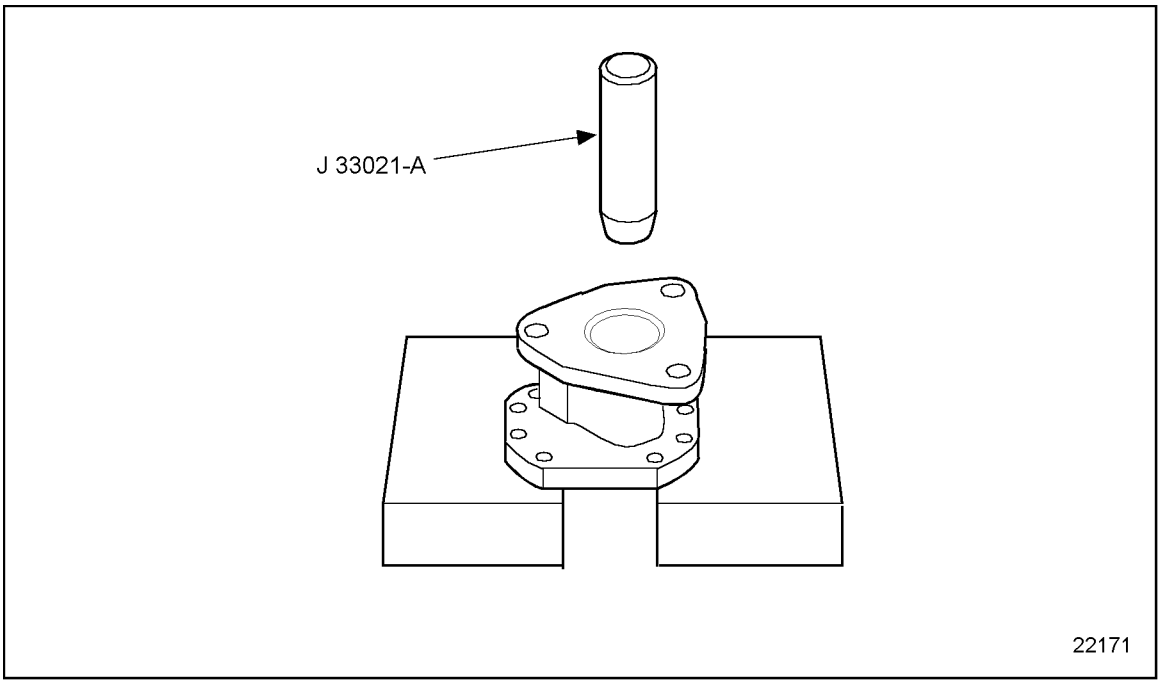

Figure 2-67 Seal Protector Installation
8. Install seal protector, J 33021-A, on drive shaft and hub assembly and install through seal. Remove seal protector. See Figure 2-67.